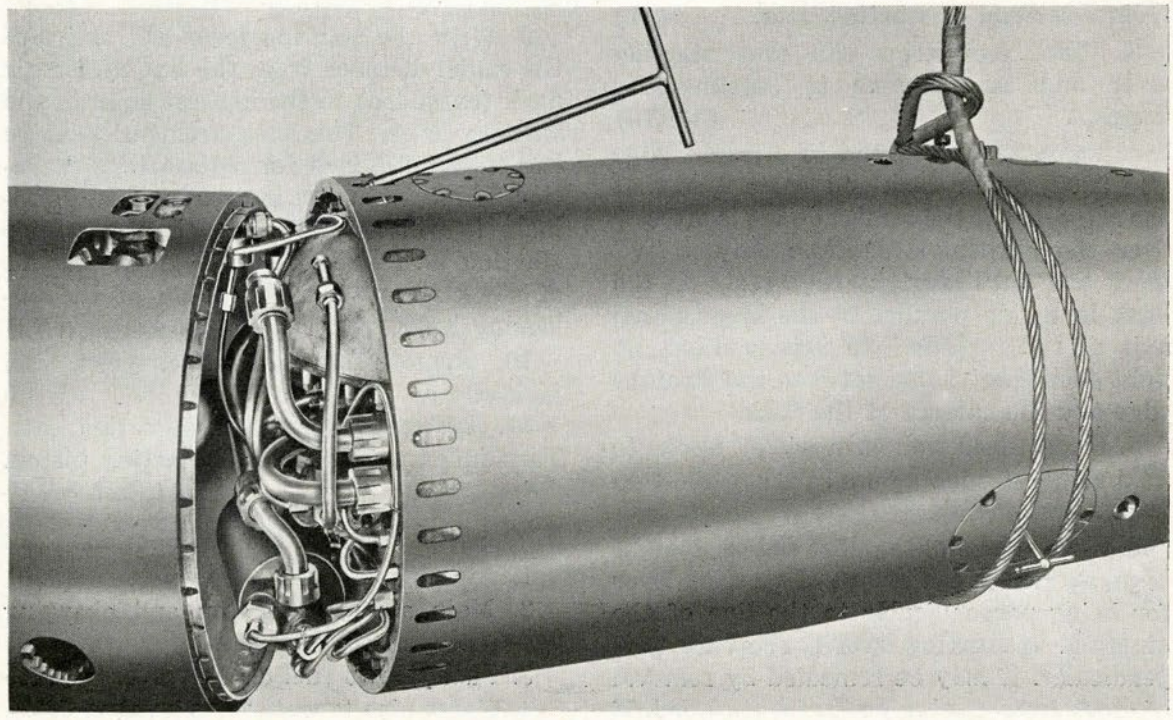

Figure 325
3. Join afterbody to air flask, holding tail higher and slightly to the right. With pipe connections lined up, lower chain fall and push afterbody in place on air-flask joint (Fig. 325). Make certain water pipe (to depth mechanism casing) is clear.